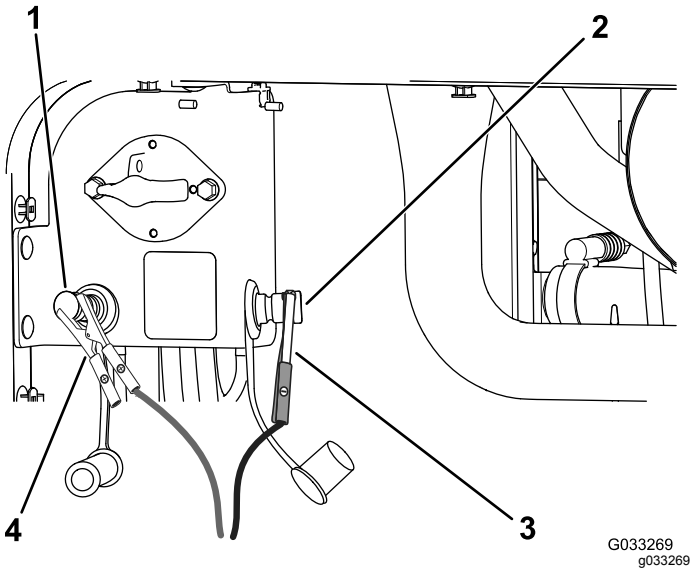

Figuur 116
4. Verbind de positieve (+) startkabel met de positieve (+) startpool (Figuur 116).
5. Verbind de negatieve (-) startkabel met de negatieve startpool (Figuur 116).
7. Wanneer de motor start, laat u de andere persoon de negatieve (-) startkabel van de minpool verwijderen en vervolgens de positieve (+) startkabel loskoppelen (Figuur 116).